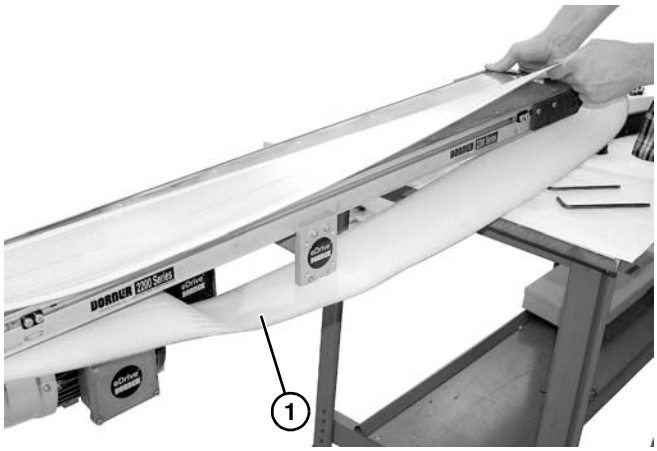

Abbildung 44
4. Band **(Abbildung 44, Teil 1)** vom Förderbandrahmen abnehmen.